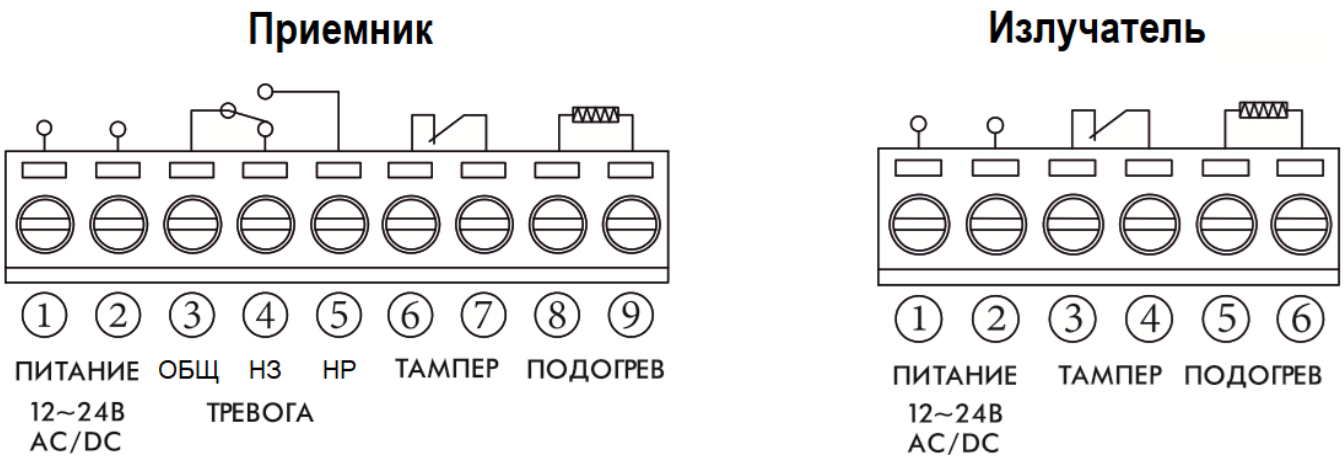

Рисунок 1.1 - Расположение контактов на клеммных колодках приемника и излучателя
Извещение «Вскрытие» формируется при вскрытии корпуса излучателя или приемника путем размыкания контактов тампера (контакты «6» и «7») - см. рисунок 1.1.
а) клеммные колодки для подключения питания и шлейфов сигнализации (см. рисунок 1.1);
1.2.2.2 Модули подогрева подсоединяются к клеммным колодкам ПОДОГРЕВ излучателя и приемника (см. рисунок 1.1).